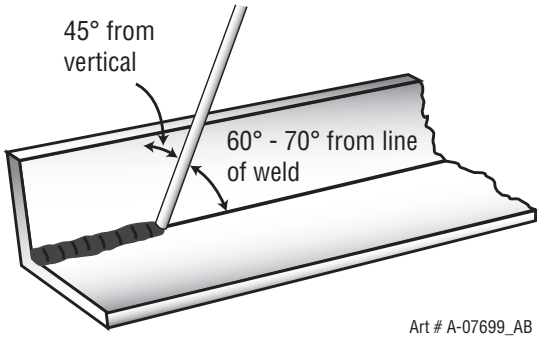
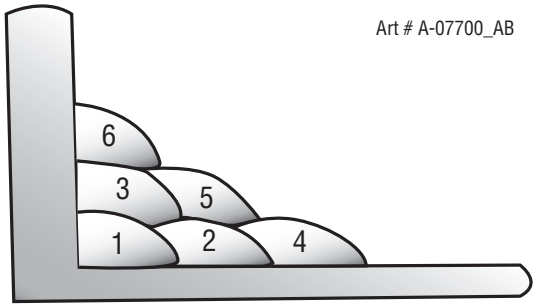

Figure 4-24: Electrode Position for HV Fillet Weld
Figure 4-25: Multi-runs in HV Fillet Weld
A piece of angle iron is a suitable specimen with which to begin, or two lengths of strip steel may be tacked together at right angles. Using a 1/8" (3.2 mm) E7014 electrode at 100 amps, position angle iron with one leg horizontal and the other vertical. This is known as a horizontal-vertical (HV) fillet. Strike the arc and immediately bring the electrode to a position perpendicular to the line of the fillet and about 45º from the vertical. Some electrodes require to be sloped about 20º away from the perpendicular position to prevent slag from running ahead of the weld. Refer to Figure 4-24. Do not attempt to build up much larger than 1/4" (6.4 mm) width with a 1/8" (3.2 mm) electrode, otherwise the weld metal tends to sag towards the base, and undercut forms on the vertical leg. Multi-runs can be made as shown in Figure 4-25. Weaving in HV fillet welds is undesirable.